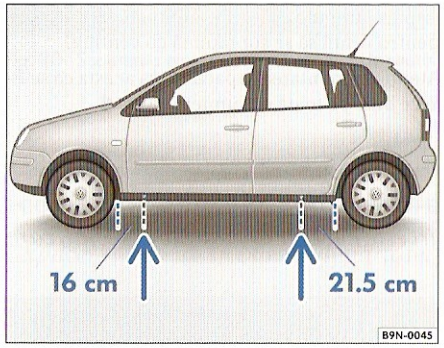

Fig. 35 Puncte pentru fixarea cricului.
3. Căutaţi punctul ⇒ fig. 35 -săgeata- pentru fixarea cricului ⇒ ⚠, cel mai apropiat de roata care trebuie înlocuită. La unele autovehicule, aceste puncte sunt marcate.
Cricul poate fi montat numai în locurile indicate ⇒ fig. 35. Luaţi în considerare punctul de fixare cel mai apropiat de roata respectivă. ▶
- **Poziţionaţi cricul sub punctul respectiv, sub autovehicul ⇒ pagina 88, fig. 35".**